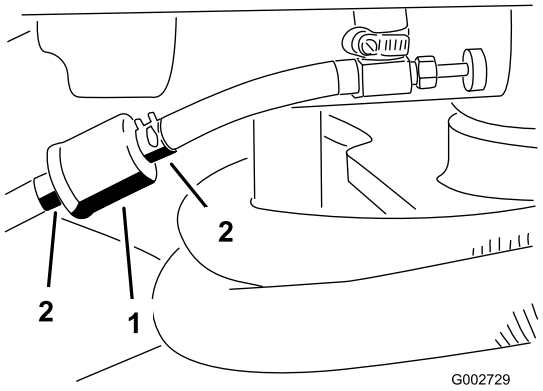

Figur 29
1. Luk brændstofafbryderventilen, løsn slangeklemmen på karburatorsiden af filteret, og fjern brændstofledningen fra filteret (Figur 29).